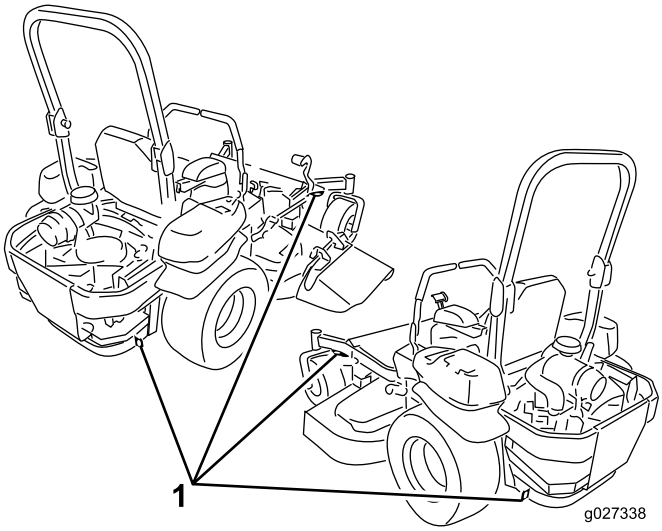

Figur 37
5. Bruk metallbindeløkkene på maskinen for å feste maskinen sikkert til tilhengeren eller lastebilen med remmer, kjettinger, vaier eller tau (Figur 37).